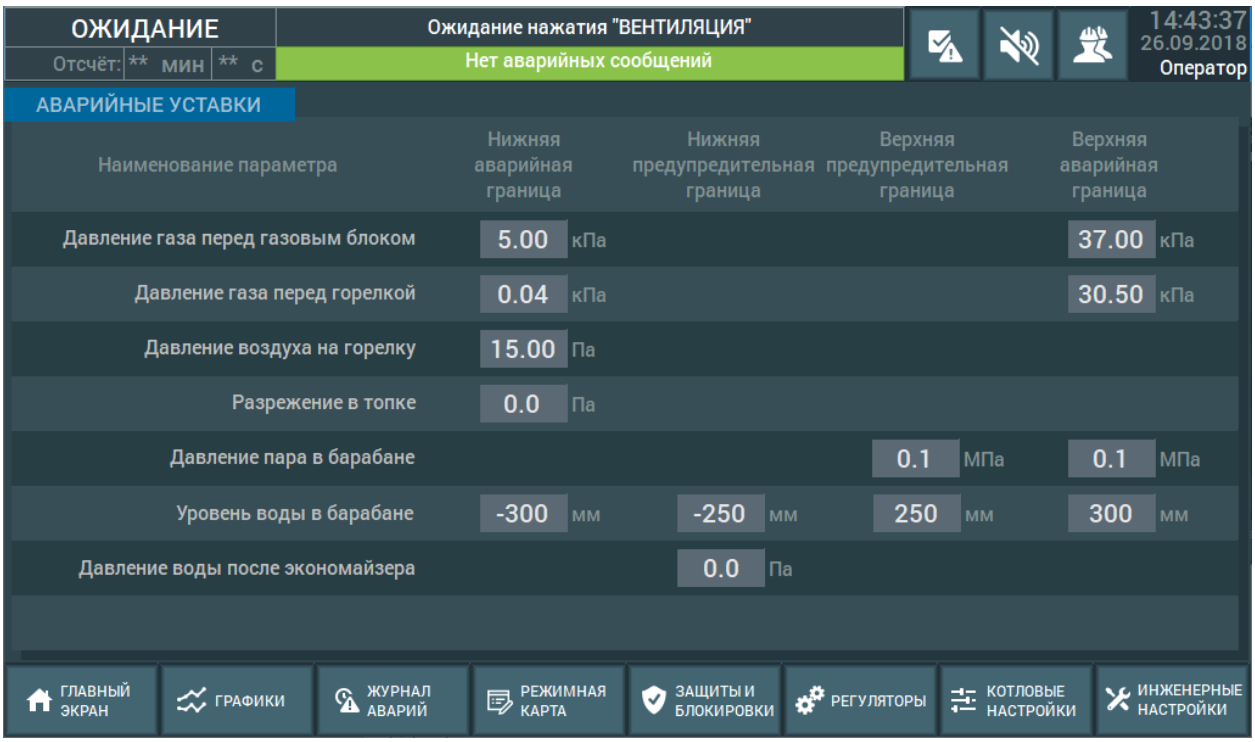

Рис. 8.17 Рабочий экран «Аварийные уставки котловых параметров»
- **Аварийные уставки котловых параметров** — настройки пороговых значений аварийно-предупредительной сигнализации по котловым параметрам (Рис. 8.17).